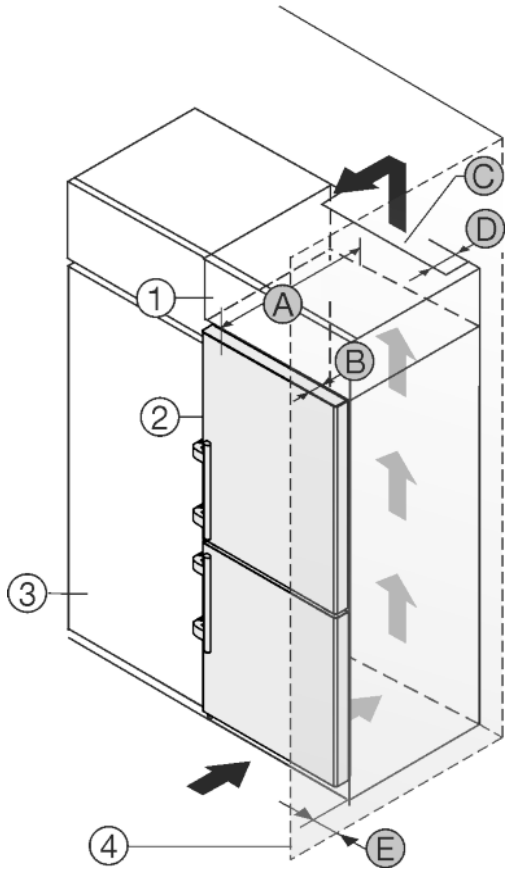

*Fig. 27*
The appliance can be built into kitchen units. A top cupboard *Fig. 27 (2)* can be added above the appliance in order to bring the appliance *Fig. 27 (1)* up to the height of the fitted kitchen units.
The appliance can be installed right next to the kitchen cabinet *Fig. 27 (3)*. The appliance must stick out by the depth *Fig. 27 (B)* from the front of the cabinet so that the doors can be opened fully. The appliance may protrude further depending on the depth of the kitchen cabinets and whether wall spacers are used.
- There must be a ventilation shaft with the depth *Fig. 27 (D)* at the back of the top cupboard over the entire width of the cupboard.
- The ventilation shaft *Fig. 27 (C)* must be observed under the ceiling.
If the appliance is installed with the hinges next to a wall *Fig. 27 (4)* the distance *Fig. 27 (E)* between the appliance and the wall must be observed. This is how far the handle protrudes when the door is open.